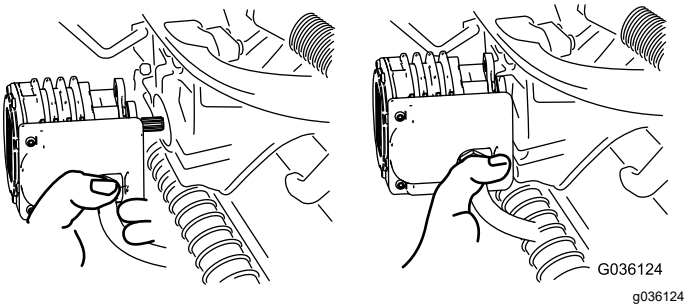

Figuur 69
5. Zet de motor in de opbergruimte op de voorkant van de ophangarm (Figuur 69).